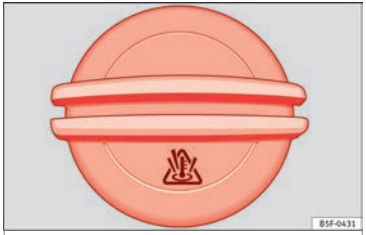

Fig. 169 In the engine compartment: Coolant expansion tank cap
- The coolant expansion tank is easily recognisable because of the symbol on the cap ››› Fig. 169.